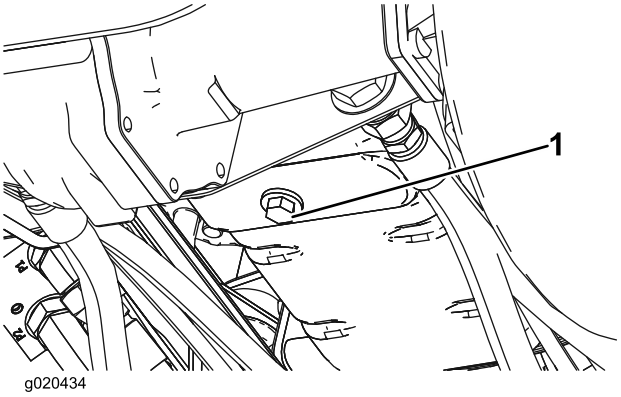

Figuur 51
1. Verwijder de aftapplug (Figuur 51) en laat de olie in een opvangbak lopen. Als alle olie is weggelopen, plaatst u de aftapplug terug.